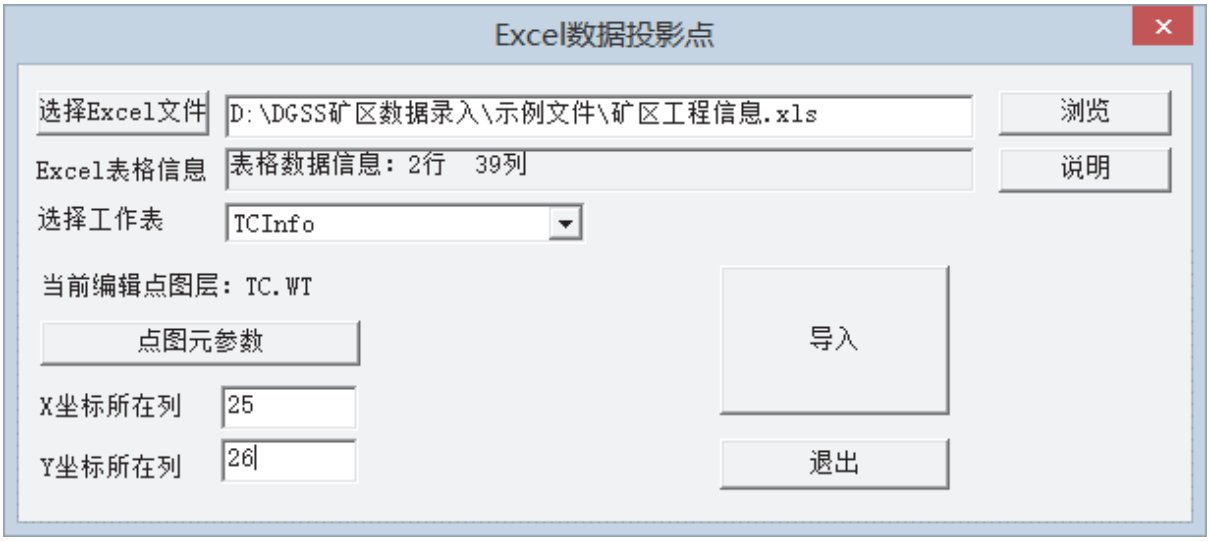
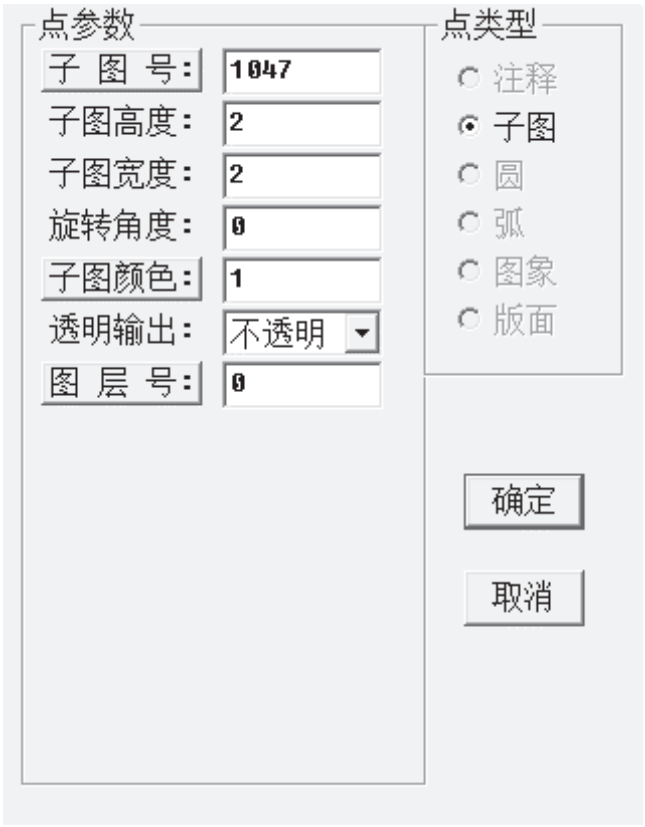

图 4-14
图 4-15
3. 在弹出的“Excel 数据投影点”对话框(见图 4-14)中，点击“浏览”，选择“矿区工程信息.xls”文件，工作表选择“TCInfo”， X 坐标所在列输入25，Y 坐标所在列输入26，点图元参数按图 4-15 中的参数设置，确认无误后单击“导入”；